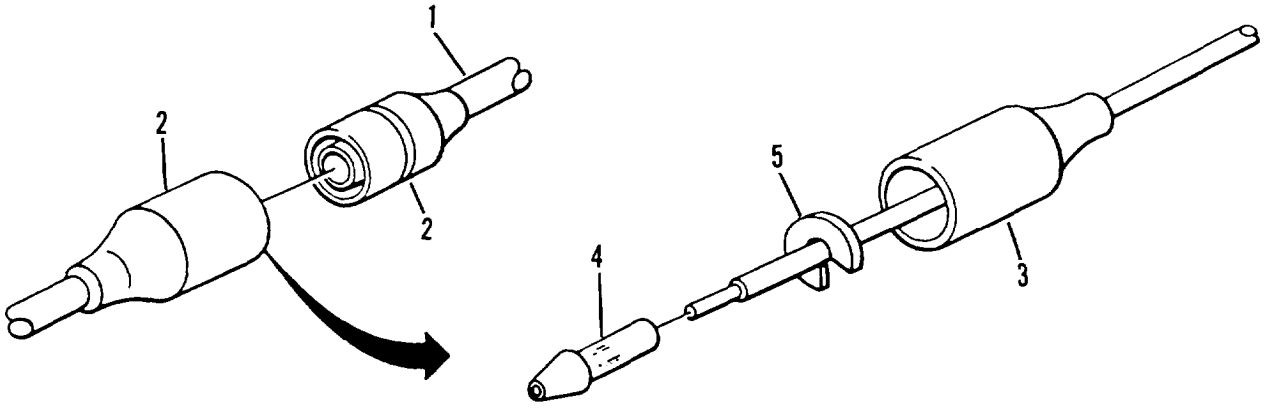

Figure 4-16. Male connector repair
(1) Separate halves of connector (2, figure 4-16).
(2) Slide shell (3) up wire lead (1) until clear of contact (4) and retaining washer (5).
(3) Remove retaining washer (5).
(4) Slide shell (3) off over contact (4).